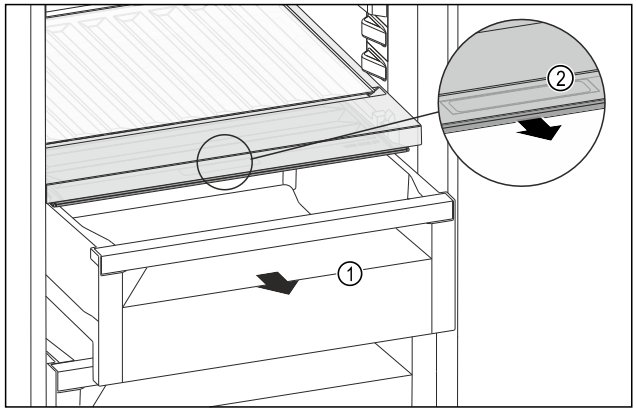

Fig. 146
▶ Extrageți sertarul *Fig. 146 (1)*.
▶ Prindeți mânerul încastrat *Fig. 146 (2)* de la capacul compartimentului și trageți concomitent capacul compartimentului spre partea frontală.